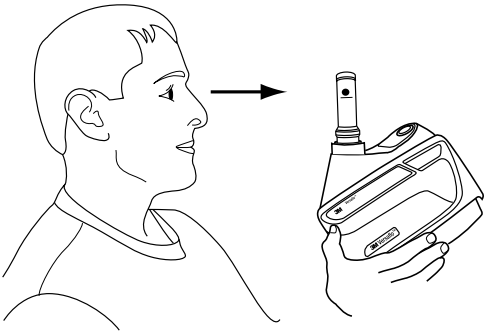

Fig. 14-2 Comprobación de flujo de aire
- Con el indicador de flujo de aire en posición vertical, asegúrese de que la parte inferior de la cabeza flotante se apoye sobre, o más arriba, de la marca de flujo mínima para la "letra" que representa su "Zona" (Fig. 14-2). El indicador de flujo de aire debe estar en posición vertical para obtener una lectura exacta.